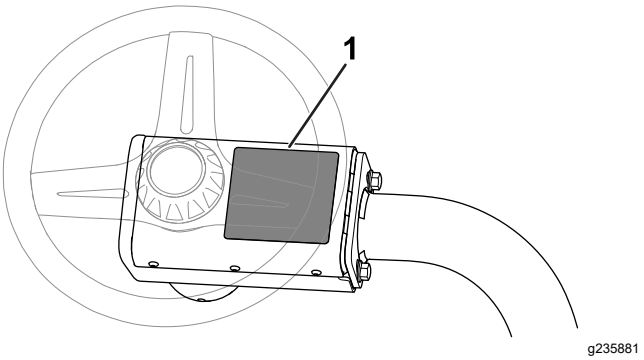

Figur 9
- Sæt CE-advarselsmærkaten (delnr. 136-8505) oven på den eksisterende advarselsmærkat (delnr. 136-8506). Figur 9 viser advarselsmærkatens placering.